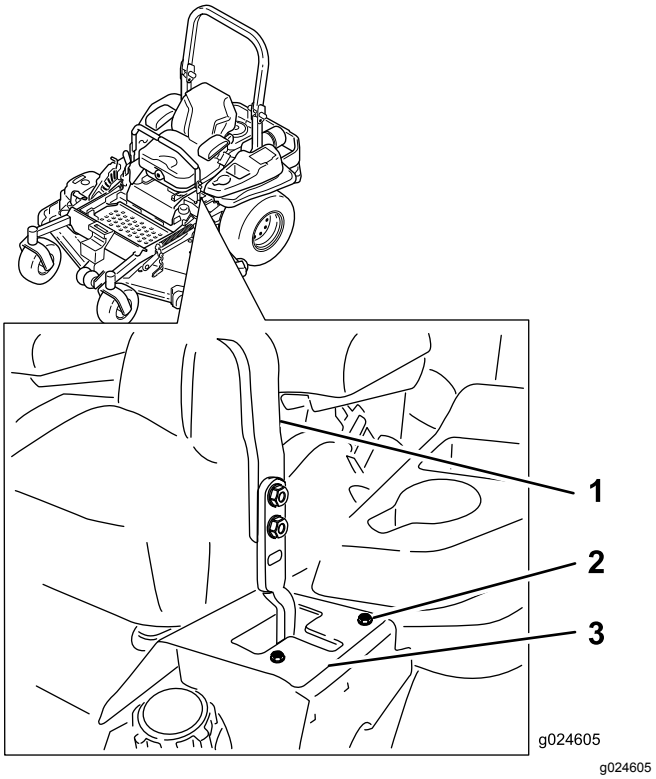

Figur 62
6. Om den går åt höger lossar du på skruvarna och flyttar den vänstra stopplattan bakåt i den vänstra T-skåran tills maskinen går rakt (Figur 62).
7. Om den går åt vänster lossar du på skruvarna och flyttar den högra stopplattan bakåt i den högra T-skåran tills maskinen går rakt (Figur 62).
8. Dra åt stopplattan (Figur 62).